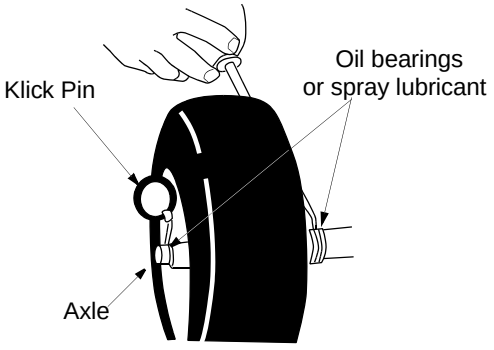

Figure 7
- **Wheels:** Oil or spray lubricant into bearings at wheels at least once a season. Pull klick pin, remove wheels, clean and coat axles with a multipurpose automotive grease. See Figure 7.